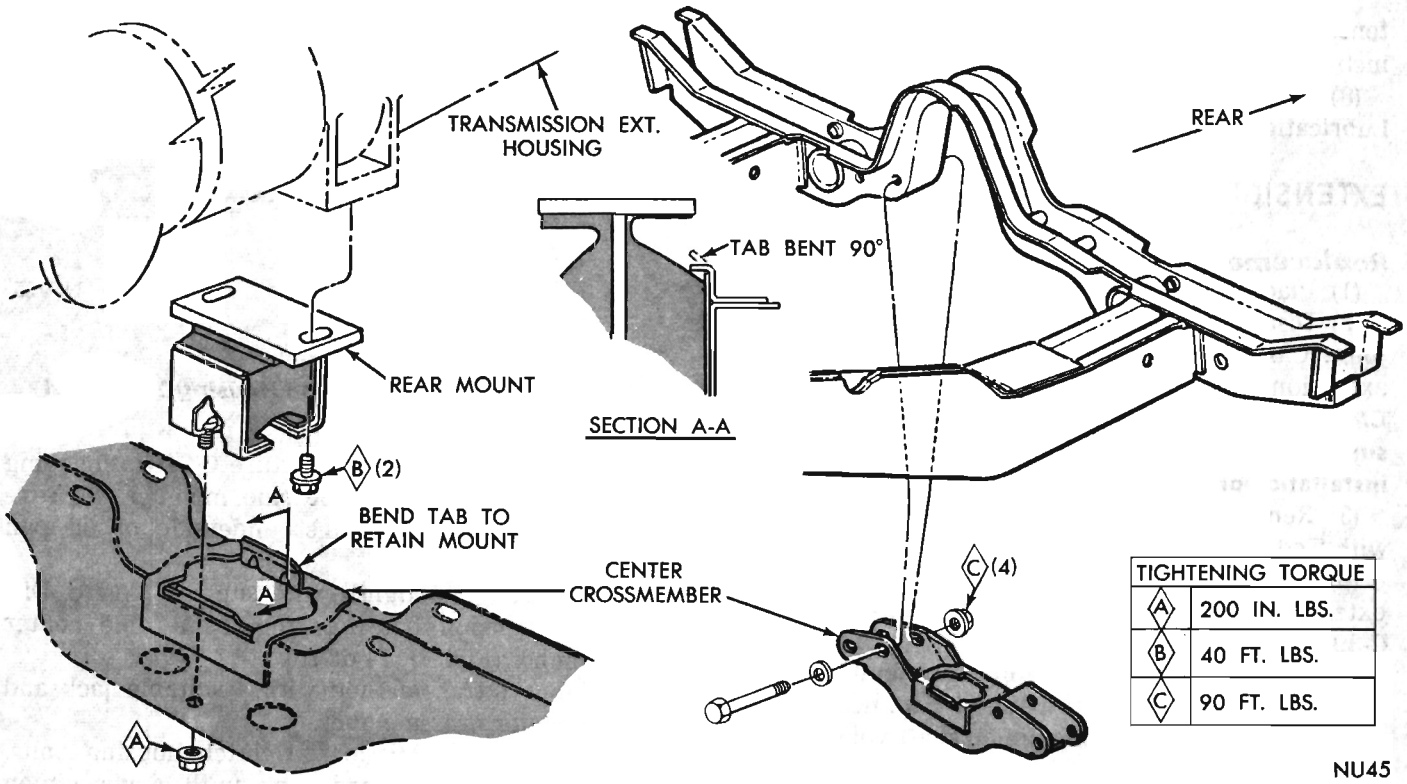
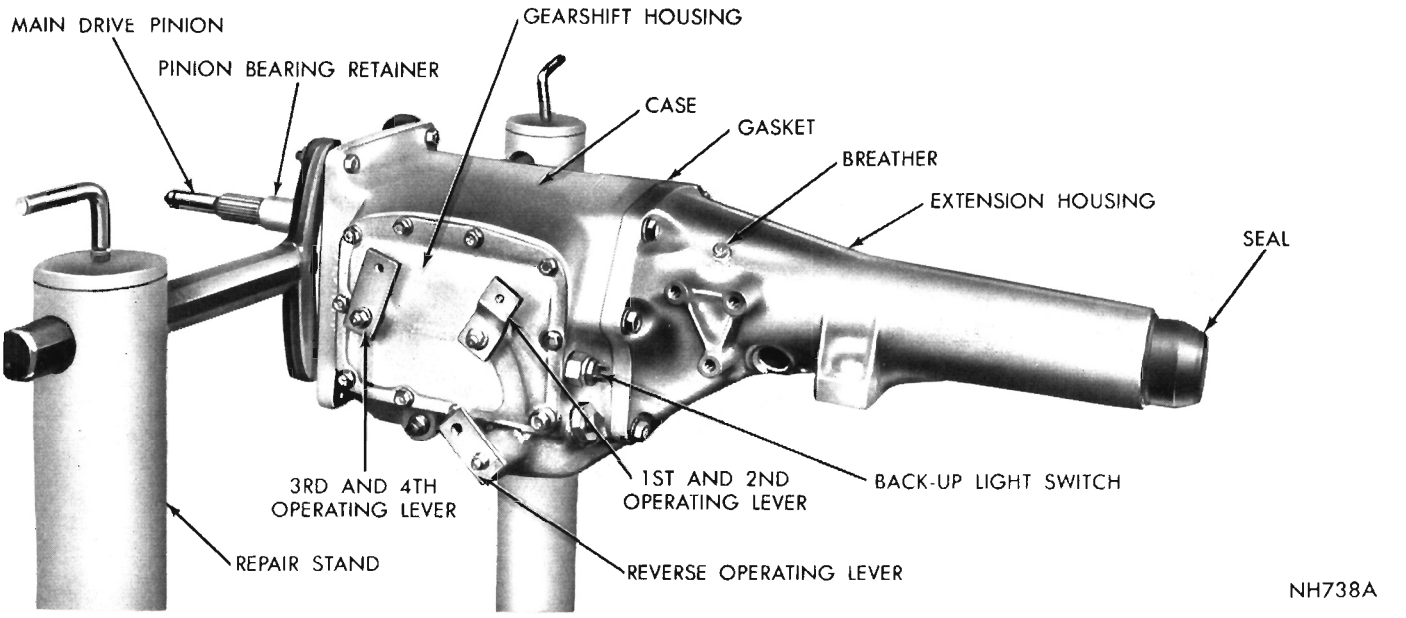

Fig. 13—Center Crossmember and Rear Engine Mount (Valiant and Barracuda)
Fig. 16—A-833 Transmission in Repair Stand
(6) Install engine support fixture C-3487, engaging the hooks in holes in frame side member. Be sure support ends are up against underside of oil pan flange.
(7) Raise engine slightly with support fixture. Disconnect extension housing from removable center crossmember (Fig. 13, 14 or 15).
(8) Support transmission with a suitable jack and remove center crossmember.
(9) Remove transmission to clutch housing bolts. Slide transmission toward rear until drive pinion shaft clears clutch disc, before lowering transmission.
(10) Lower transmission and remove from under vehicle. Thoroughly clean exterior of unit, preferably by steam. Mount transmission in repair stand DD-1014 (Fig. 16).